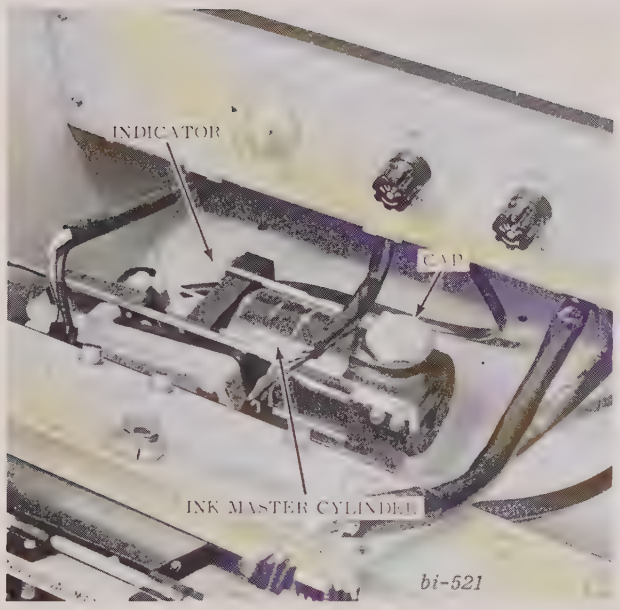

FIGURE 6-4 VERTICAL OSCILLOGRAPH INK MASTER CYLINDER
3. Unscrew cap from master cylinder (Fig. 6-4 & 6-5).